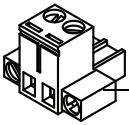

Figure 3
3. Après avoir branché les câbles au connecteur du terminal, vissez correctement les 4 vis du connecteur. Reportez-vous à la figure 3.